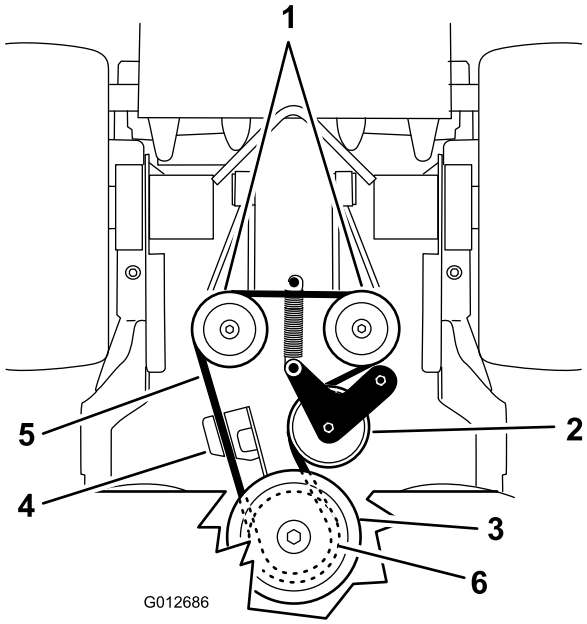

Figuur 68
5. Haal de veer van de arm van de spanpoelie (Figuur 68).
7. Monteer de veer van de spanpoelie aan het frame (Figuur 68).